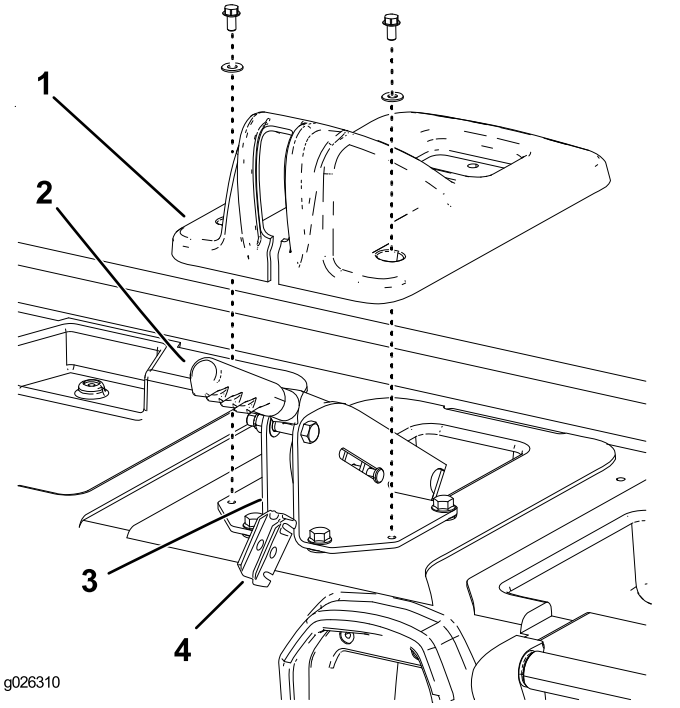

図 4
2. 駐車ブレーキカバーを座席ベースに固定しているボルト2本とナットを取り外す図 4。
3. カバーを持ち上げて座席ベースから外す 図 4。
4. ブレーキケーブルイコライザ・ブラケットをブレーキレバーサポート・ブラケットの後部に固定しているクレビスピンを外す図 4。
5. イコライザブラケットをサポートブラケットから取り出し、イコライザブラケットからブレーキケーブルを外す 図 4。
6. 各ブレーキケーブルをブレーキレバーサポート・ブラケットの後部に固定している C クリップを外す図 4。